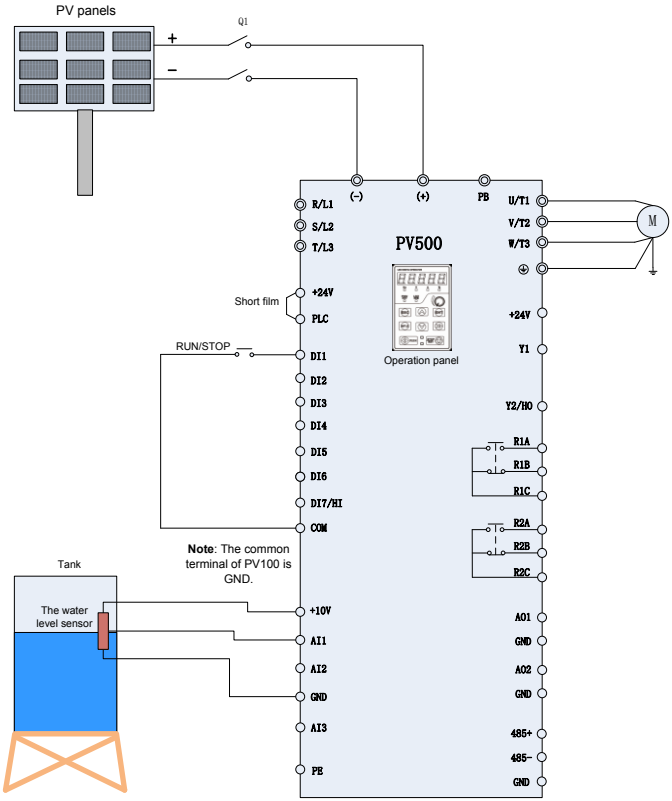

Figure 2-1 PV Cell Power Supply Wiring Diagram
1. Wiring drawings of below inverters shown as Figure 2-1: PV150 series, PV500 series.
1. Please wirings as Figure 2-1 according to different inverter powers, check and confirm the wirings to be correct, and then close Q1.